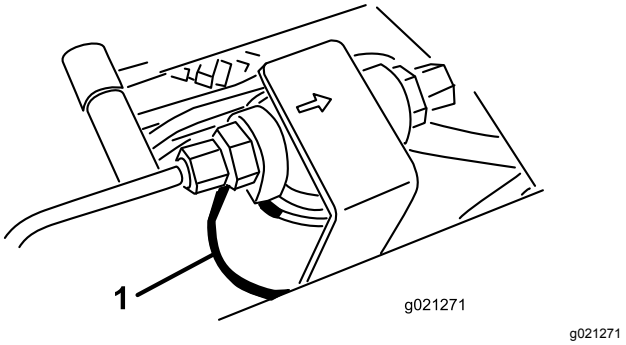
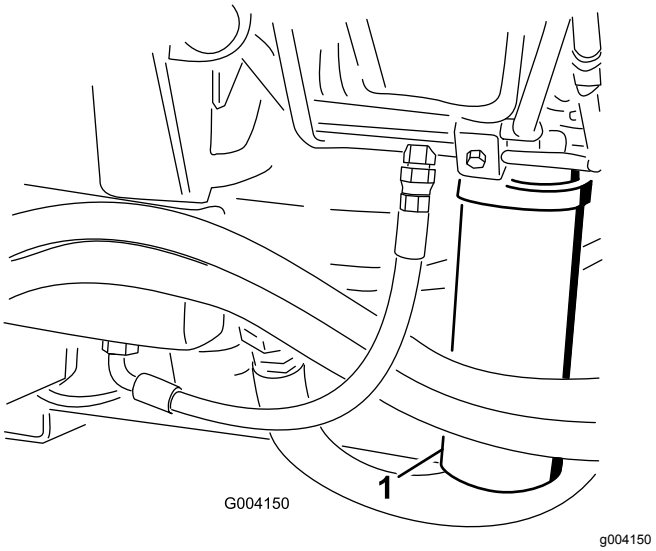

Figuur 92
Figuur 93
2. Reinig de omgeving van de plaats waar het filter wordt gemonteerd, en plaats een opvangbak onder het filter (Figuur 92) en (Figuur 93).